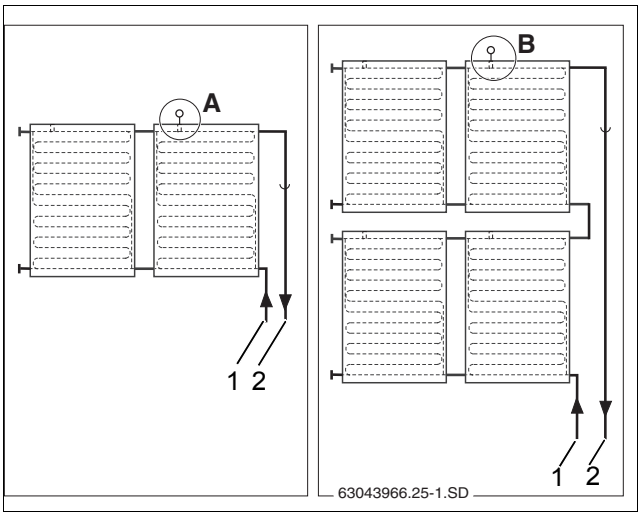

Рис. 31 Место установки датчика коллектора (схематическое изображение)
Обратите внимание на разные места установки при одно- и двухрядной коллекторной системе (рис. 31).
Датчик должен устанавливаться в коллектор, к которому подключена подающая линия (рис. 31, [2]).
– Место установки (рис. 31, [A]) в однорядной системе коллекторов.
– Место установки (рис. 31, [B]) в двухрядной системе коллекторов.